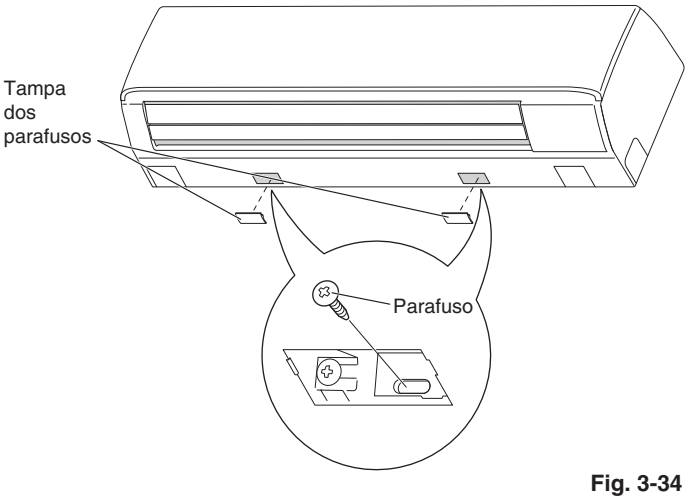

Fig. 3-34
(1) Retire a tampa dos parafusos na superfície inferior. (Fig. 3-34)
(2) Aperte a armação ao painel traseiro utilizando os 2 parafusos para madeira fornecidos 4 × 10 mm. (Fig. 3-34)